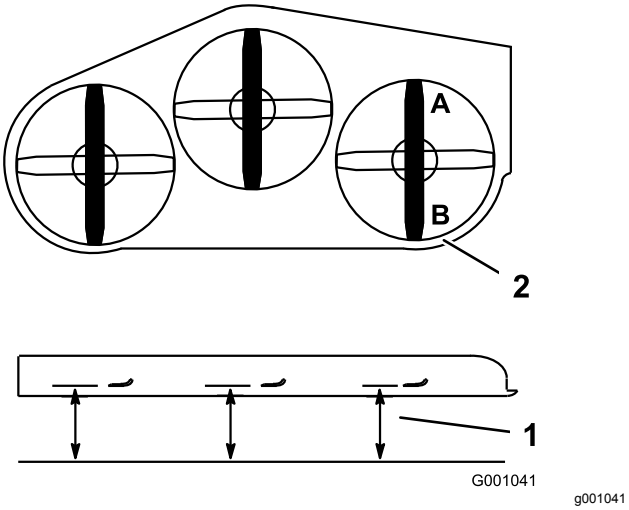

Figur 113
1. Plasser den **høyre** kniven på langs (Figur 113).
2. Mål den høyre kniven ved **A** fra en plan overflate til kniveggen på knivtuppen (Figur 113).
4. Mål den høyre kniven ved **B** fra en plan overflate til kniveggen på knivtuppene (Figur 113).
6. Kniven skal være 6–10 mm lavere ved stilling **A** enn ved stilling **B** (Figur 113). Dersom defleksjonen ikke er korrekt, gå til følgende trinn.